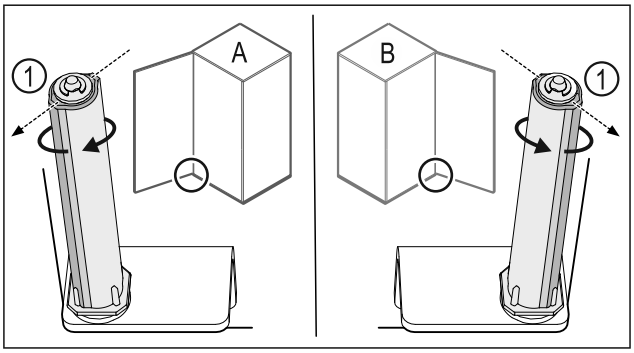

*Fig. 37 Opritorul din stânga (**A**) / opritorul din dreapta (**B**)*
▶ Rotiți sistemul de închidere până la rezistență, până când pragul sistemului de închidere *Fig. 37 (1)* este orientat spre exterior.